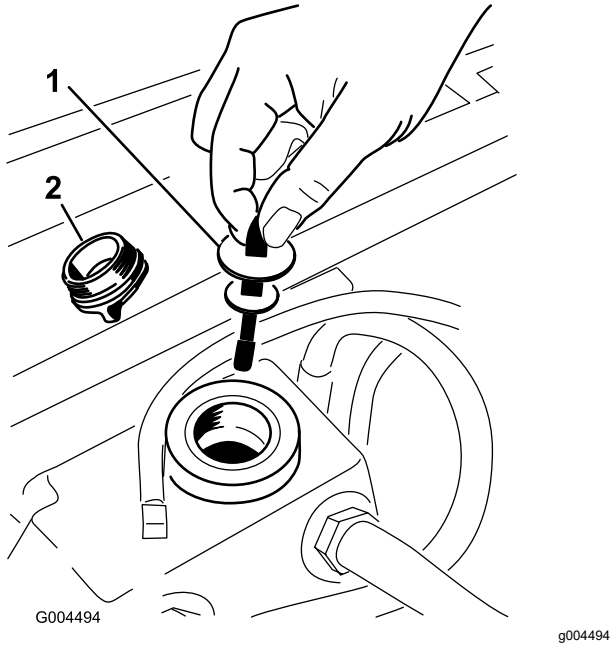

Figur 58
5. Lossa hydraultankens påfyllningslock från påfyllningsröret (Figur 58).
6. Ta ut oljestickan och torka av den med en ren trasa (Figur 58).
7. För in oljestickan i påfyllningsröret, ta ut den igen och kontrollera nivån (Figur 58).